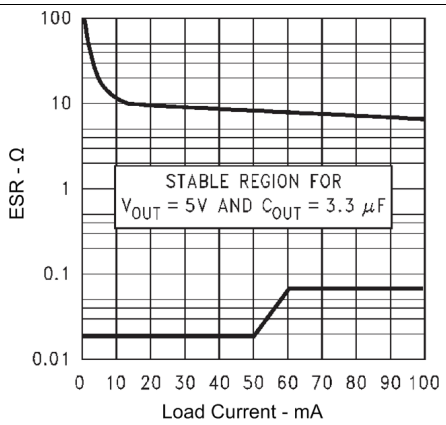
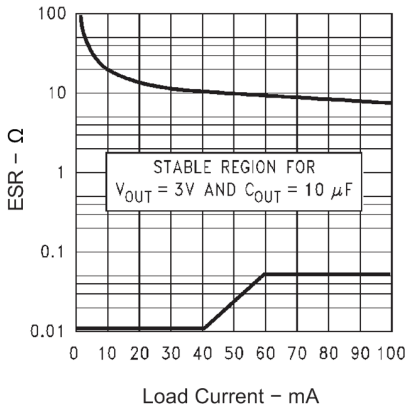

Figure 5. 5-V/3.3-µF ESR Curves
Figure 8. 3-V/10-µF ESR Curves
As a PNP regulator, the LP2981 requires the output capacitor to meet both a minimum capacitance and ESR value. Required ESR values as a function of load current are provided for various output voltages, load currents, and capacitances (see Figure 5 through Figure 8).
- ESR range: see Figure 5 through Figure 8